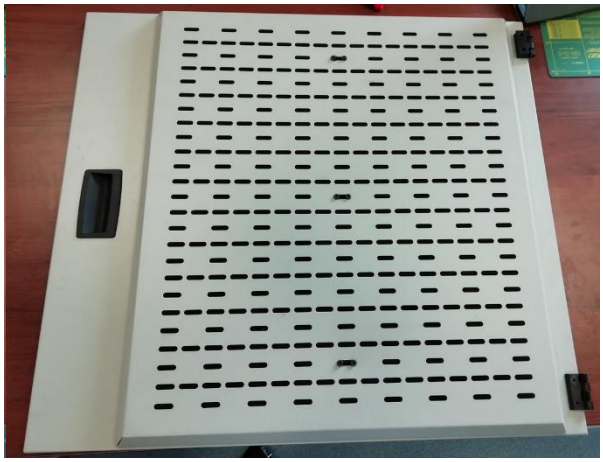

Rys. 10 Zdjęcie górnej pokrywy z drukarki
3. Zdejmij górną pokrywę z drukarki i połóż na płaskiej powierzchni tak jak na zdjęciu (rys.10).